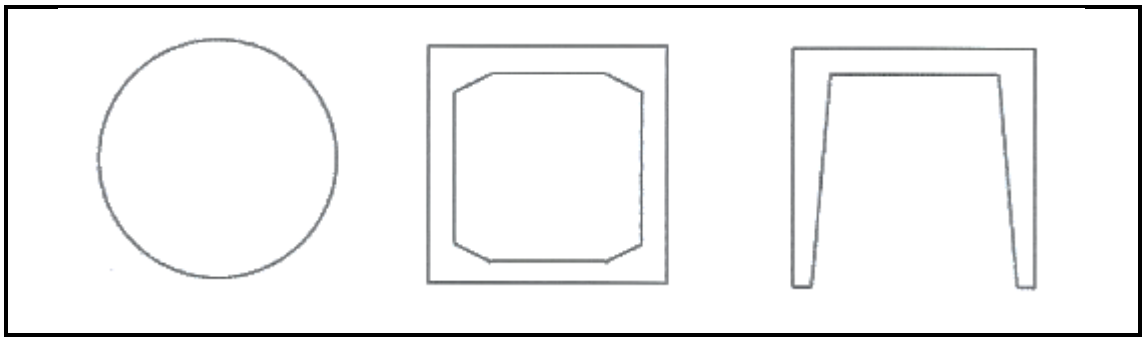

FIGUUR 4 (3)
2.8 Noem die struktuurdele in FIGUUR 4.